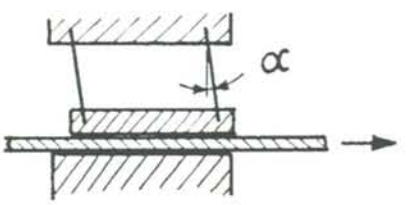

Figuur 153b.
2. Bij constructies als figuur 153b moet de kracht na het blokkeren bij de beweging in vrijlooprichting (ten gevolge van de genoemde relatieve verplaatsing) een hoge drempelwaarde overschrijden eer ze op de genoemde lage waarde terugvalt. Dit bezwaar is geheel ondervangen door constructies als gegeven in figuren 153d, e en f.